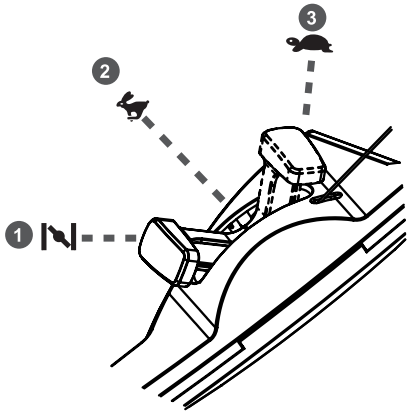

**Рис. 17. Положения рычага газа (вид слева)**
2. Для запуска двигателя закройте воздушную заслонку карбюратора, для этого переведите рычаг газа в положение «1» (вперёд до упора) (Рис. 17).
5. После запуска двигателя переведите рычаг газа в положение «3» (Рис. 17) и прогрейте двигатель на холостых оборотах в течение 30 секунд.
*После запуска прогретого двигателя работу можно начинать сразу, для этого переведите рычаг газа в положение «2» (Рис. 17).*
2. Рычагом газа переведите двигатель в режим холостого хода (переведите рычаг газа в положение 3 (холостых оборотов) (Рис. 17)
В соответствии с разделом ЗАПУСК ДВИГАТЕЛЯ запустите двигатель и прогрейте его. После прогрева двигателя установите рычаг газа в положение 2 (максимальные обороты) (Рис. 17), затем включите привод хода, нажав рычаг включения хода.
*Скашивание необходимо производить только на максимальных оборотах двигателя (рычаг газа в положении 2 (Рис. 17)). Уменьшение оборотов двигателя для снижения скорости движения газонокосилки допускается только на короткое, непродолжительное время. Постоянная работа двигателя газонокосилки на средних и холостых оборотах с целью уменьшения скорости движения газонокосилки (или возможной экономии топлива) запрещается. В противном случае, это приведет к скоплению нагара в камере сгорания, на поверхностях поршня и головки цилиндра, поршневых кольцах, выпускном клапане и глушителе. Также может произойти залегание поршневых колец, зависание выпускного клапана. Кроме этого, из-за недостаточной скорости лопастей и лезвий ножа снижается мощность создаваемого лопастями ножа воздушного потока и эффективность срезания и выброса травы, что может привести к ухудшению производительности скашивания,*